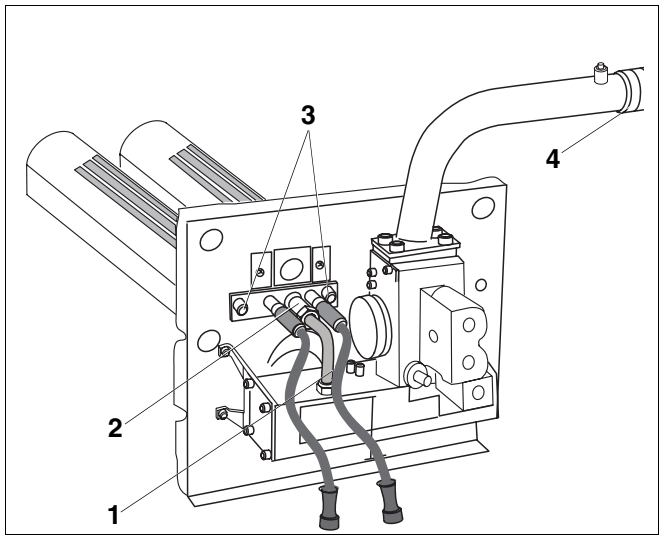

Rys. 45 Palnik gazowy
- Odłączyć przewód gazowy rozruchowy (rys. 45, **poz. 1**) od palnika rozruchowego (rys. 45, **poz. 2**).
- Odkręcić obie śruby mocujące palnik rozruchowy (rys. 45, **poz. 3**) i wyjąć go ostrożnie.
- Sprawdzić szczelność połączenia gwintowego (rys. 45, **poz. 4**).